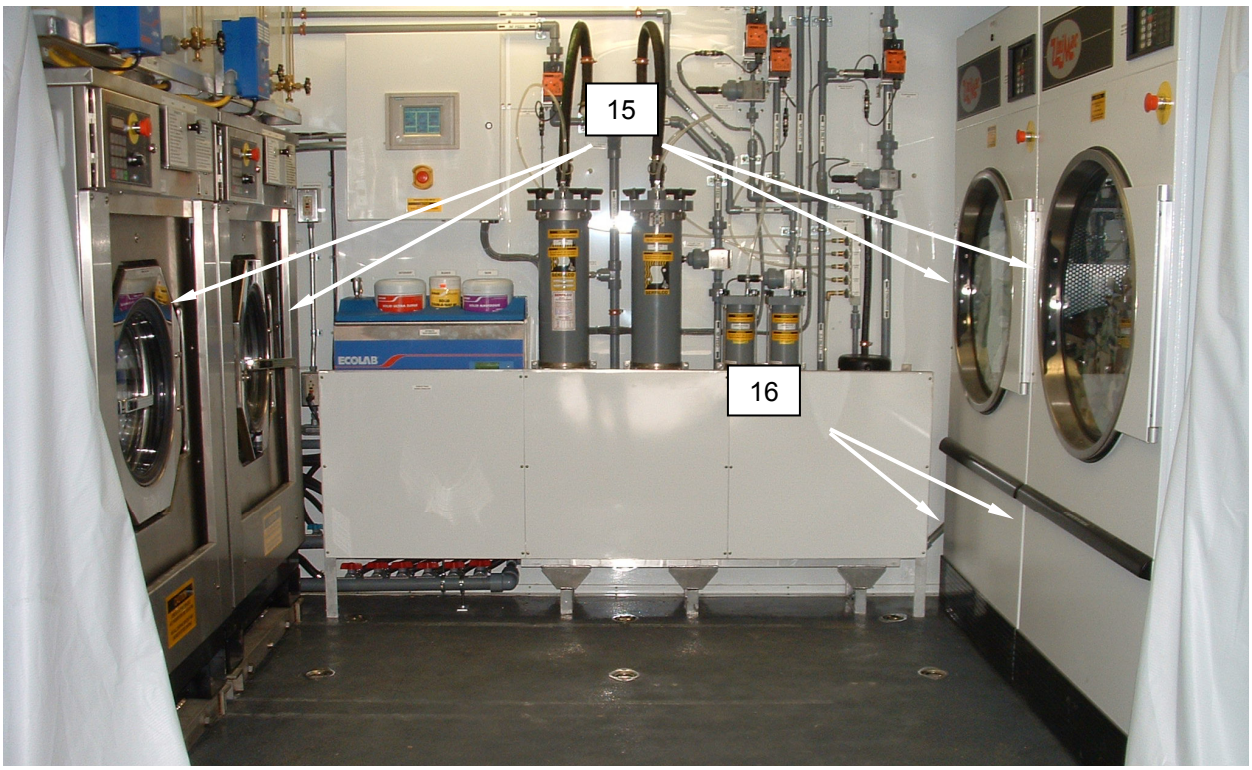

Figure 8. Operation in Severe Cold Conditions.
16. Open doors **(Figure 8, Item 15)** on both washers and both dryers.
17. Remove lint compartment panels **(Figure 8, Item 16)** from both dryers.